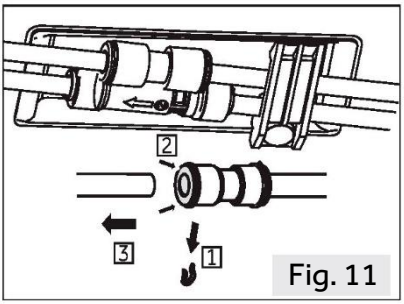

Fig. 11
1. Soltar o lado esquerdo dos dois acopladores de água no canto dianteiro esquerdo no fundo do aparelho: prima e mantenha o colar como mostrado e remova o tubo de água (Fig.11).